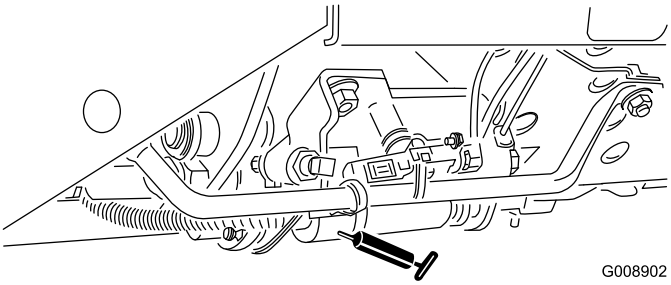

Figuur 55
- Schuif voor maaien/transport (Figuur 55)